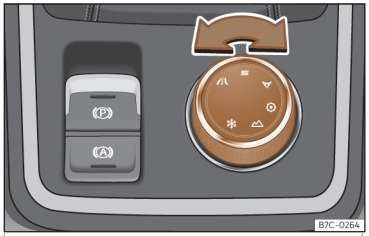

Fig. 141 Consola central: Mando rotativo (Driving Experience button).
- Gire el mando rotativo (Driving Experience button) hasta seleccionar el perfil de conducción deseado››› **fig. 141**.